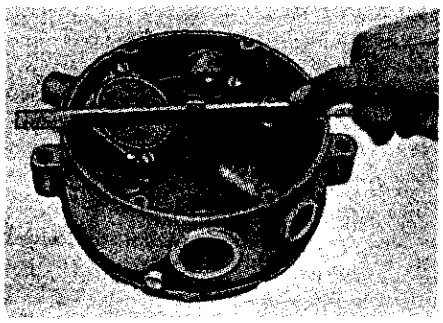

Fig. 114–Checking secondary valve lever adjustment with Century gage No. 2V-01. Alternate method is to use straight edge and steel rule; refer to Fig. 115.
Install new secondary valve seat (17—Fig. 110) on lever (15) with pin (18), bend pin over (do not hammer) and clip off excess length of pin. The seat should fit loose enough to be self-aligning against venturi. Place spring (19) in pocket in converter body, then install pin (16) through lever and install the assembly with the two retaining screws. Open valve by hand and allow it to snap closed several times to align seat with orifice, then using special gage (Borg Warner part No. 2V-01) or straight edge and rule, measure lever height as shown in Fig. 114. Bend lever as necessary to obtain the 5/16-inch distance between lever and machined face of converter body.